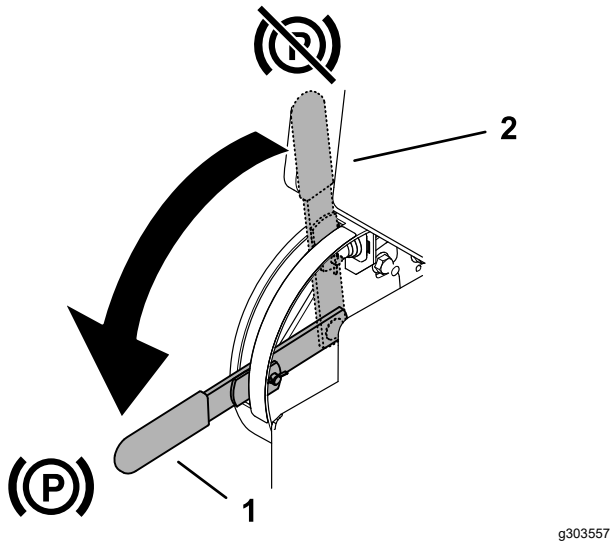

Figuur 5
- Draai de hendel naar beneden om de parkeerrem in werking te stellen (Figuur 5).
- Draai de hendel naar boven om de parkeerrem vrij te zetten (Figuur 5).